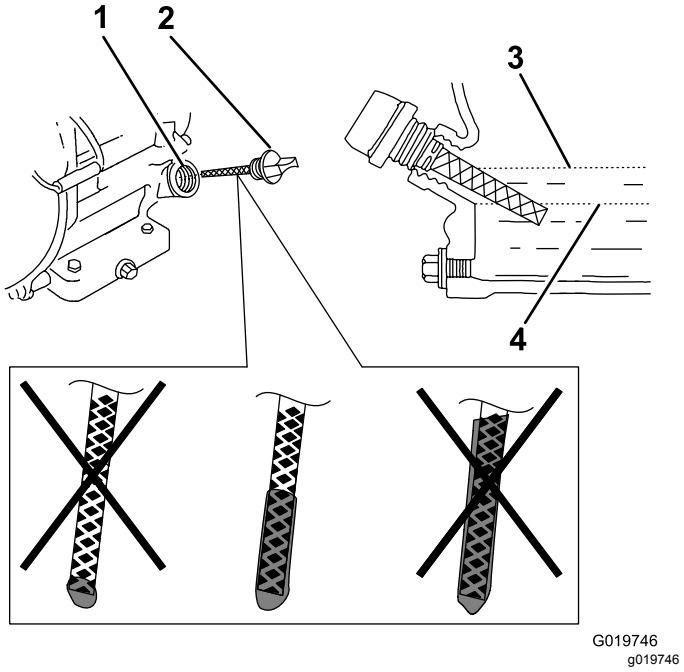

Figure 47
6. Remove the dipstick (Figure 47) and slowly pour oil into the fill hole until the oil reaches the upper-limit mark (bottom edge of the oil-fill hole) on the dipstick.